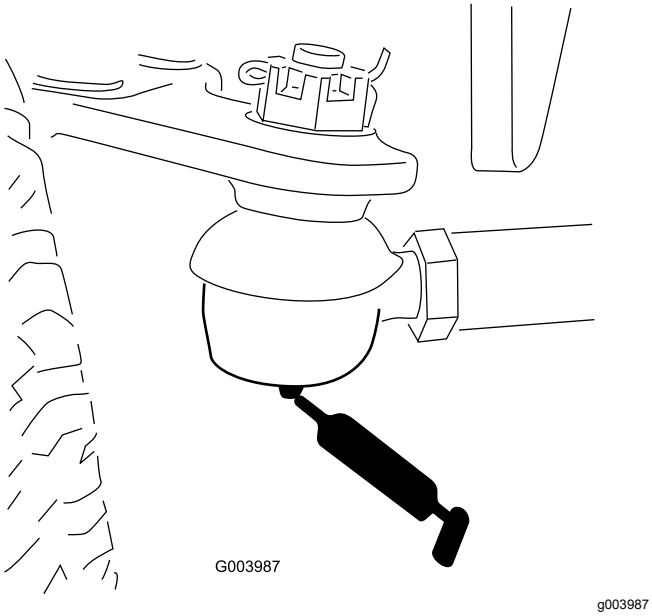

Figur 108
- Bagakslens forbindelsesstang (2) (Figur 108)